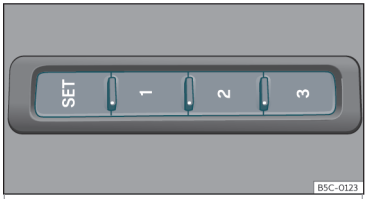

Fig. 100 En el lateral exterior del asiento del conductor: teclas de memoria.
- Pulse la tecla SET durante más de 1 segundo››› **fig. 100**.
- Mantenga pulsada la tecla SET >>> **fig. 100**.